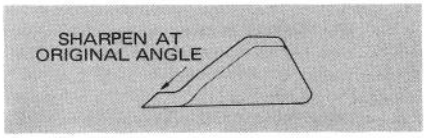

Figure 24
2. Uniformly regrind the cutting edge at both ends of the blade. (Fig. 24)
IMPORTANT: Sharpen the top side of the blade and maintain original cutting angle (Fig. 24).